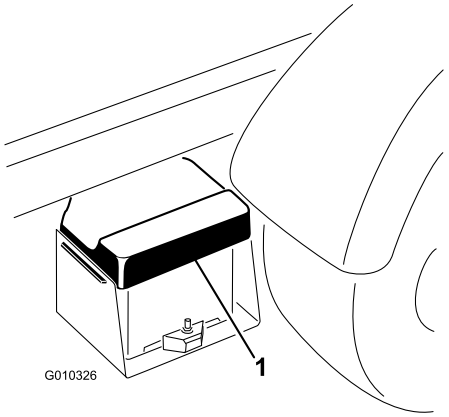

Figuur 5
1. Verwijder het accudeksel van de accubehuizing (Figuur 5).